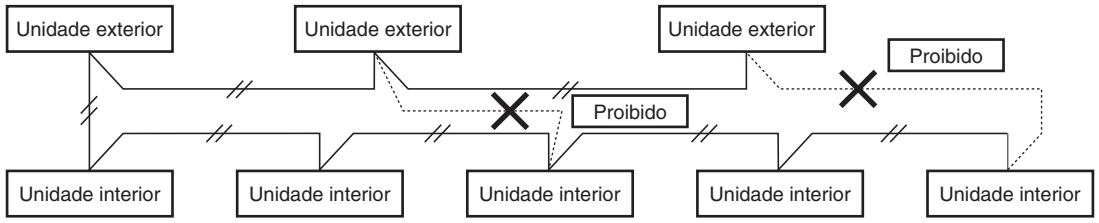

Fig. 4-3
(2) Não realize a instalação eléctrica de controlo entre unidades de maneira que forme um laço. (Fig. 4-3)